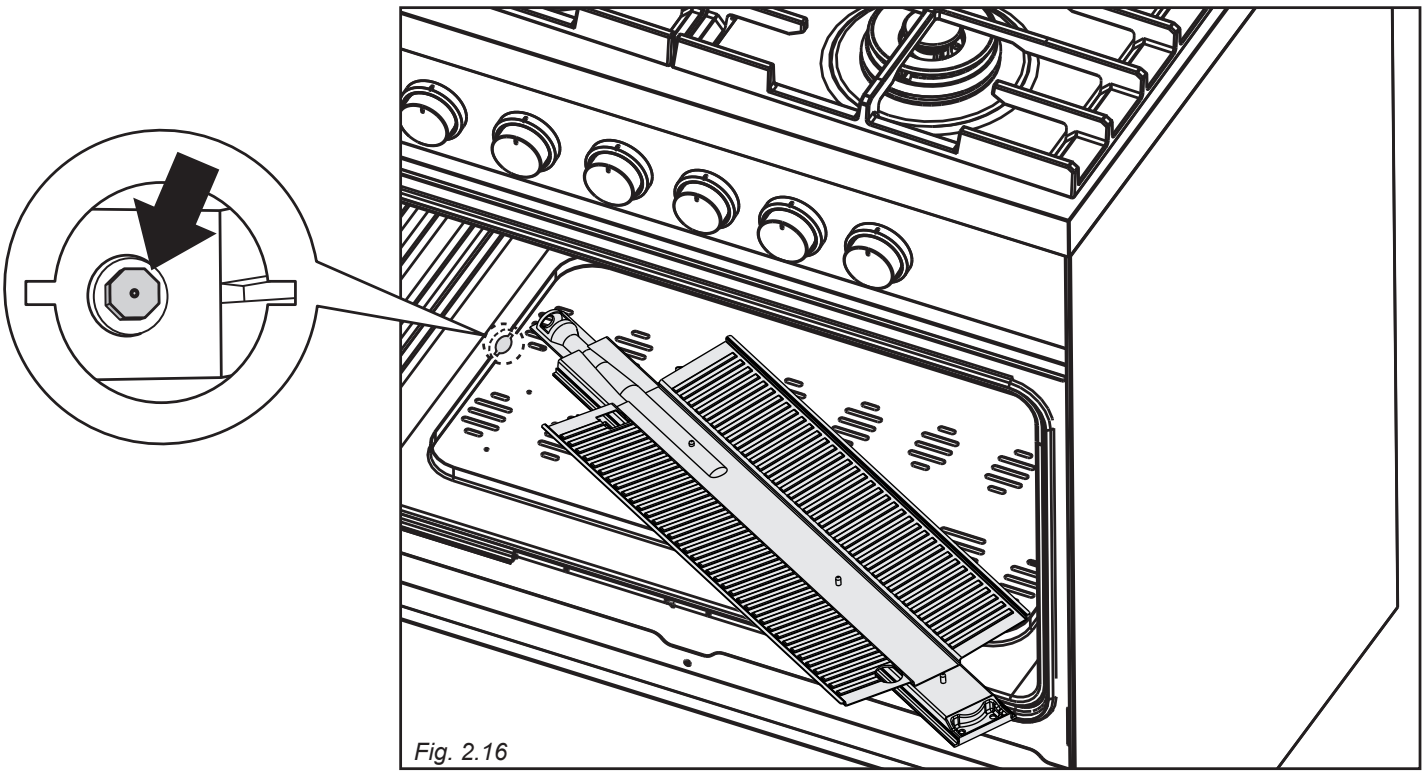

Fig. 2.16
- Withdraw the burner as shown in figure 2.16.
- Using a 7 mm box spanner, unscrew the injector (indicated by the arrow in fig. 2.16) and replace it with a new one selected in accordance with the "Injectors table".